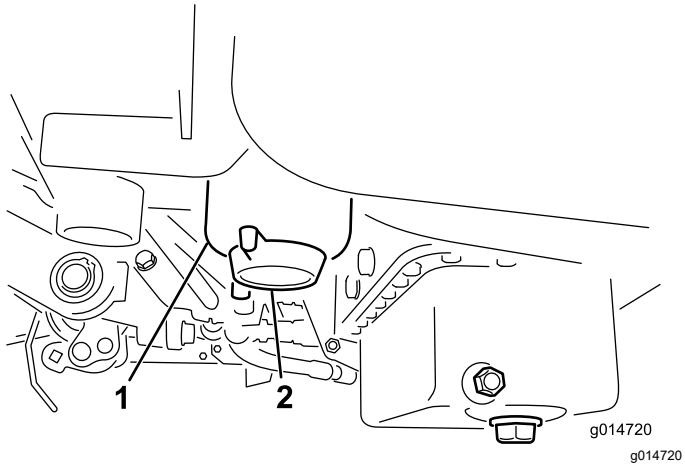

Figura 36
2. Limpie la zona de montaje del cartucho del filtro (Figura 36).
4. Abra el tapón de vaciado del filtro (Figura 36).